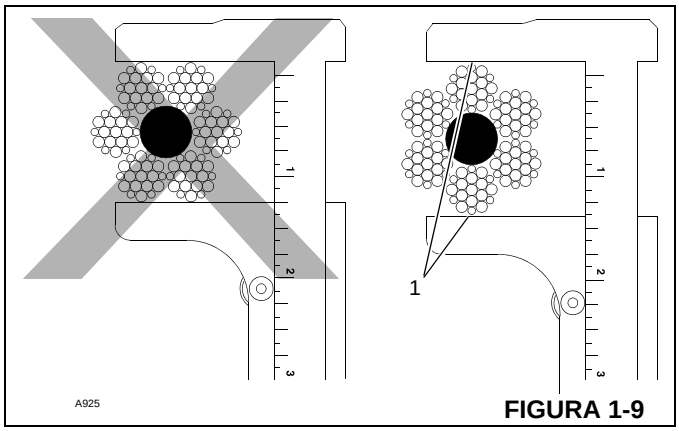

FIGURA 1-9
12. Meça o diâmetro do cabo entre as coroas (1) dos cordões ao determinar se o cabo está danificado (Figura 1-9).